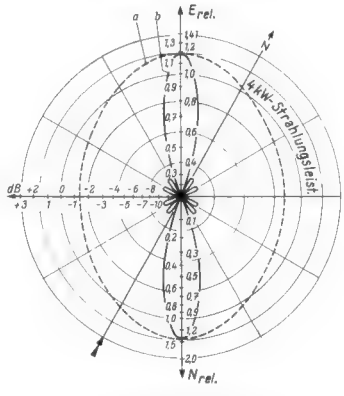

*Bild 8. Strahlungsdiagramm der Autorufantenne*
*Autoruf-Antenne:* Im Gegensatz zu den beiden vorstehend behandelten Antennen für den Rundfunkdienst ist die Senderantenne für den Autoruf (68... 78 MHz) vertikal polarisiert. *Bild 2* ist eine Aufnahme dieser Antenne auf dem Prüffeld; man erkennt die zweimal vier senkrecht stehenden Halbwellendipole in ihrem Vereisungsschutzkörper. Hier wurde die Strahlungsleistung auf 4 kW bemessen (mittlerer Leistungsgewinn 4 = 6 dB). Das zugehörige Strahlungsdiagramm ist in *Bild 8* dargestellt.